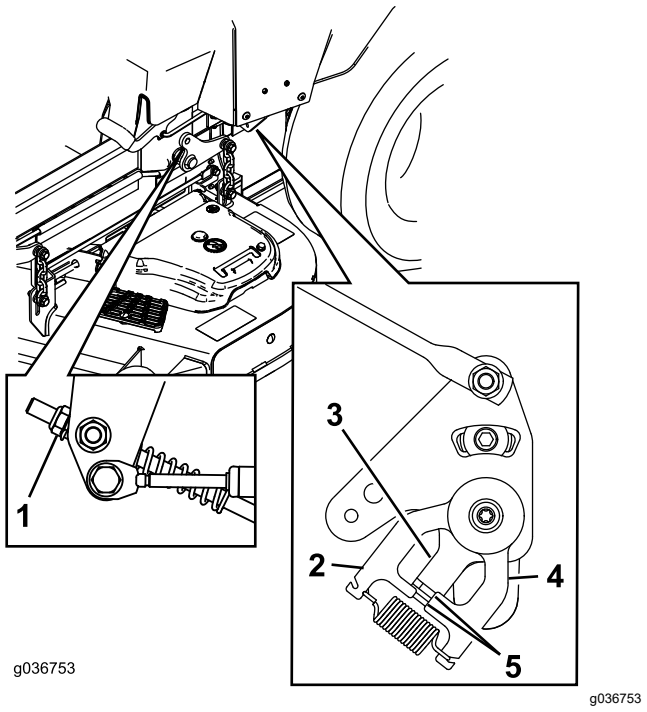

Figure 81
11. Réglez la longueur des tiges de pompes en tournant l'écrou dans le sens voulu jusqu'à ce que les roues tournent légèrement en marche arrière (Figure 81).